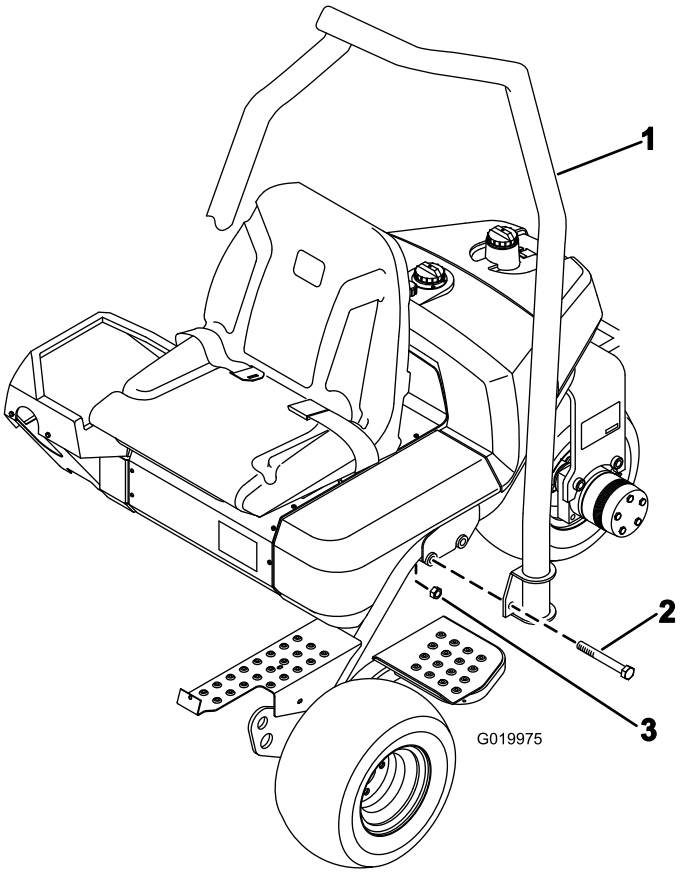

Figur 7
1. Still veltebeskyttelsen slik at toppen av røret bøyer mot maskinens front (Figur 7).
2. Senk veltebeskyttelsen ned på rammen, og innrett den etter monteringshullene (Figur 7).
3. Fest hver side av veltebeskyttelsen til rammen med to bolter (5/8 x 4-1/2 tommer) og låsemutre som vist i Figur 7. Stram til med et moment på 183–223 Nm.